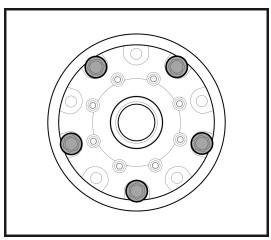

Рис. 18
- *Предварительно вкрутите **пять** болтов и затяните их до плотного прилегания шестерни к корпусу, без фиксатора резьбы и без достижения окончательного момента затяжки. Отметьте маркером каждый предварительно вкрученный болт. На следующем шаге эти болты потребуется выкрутить. (**Рис. 18**)*